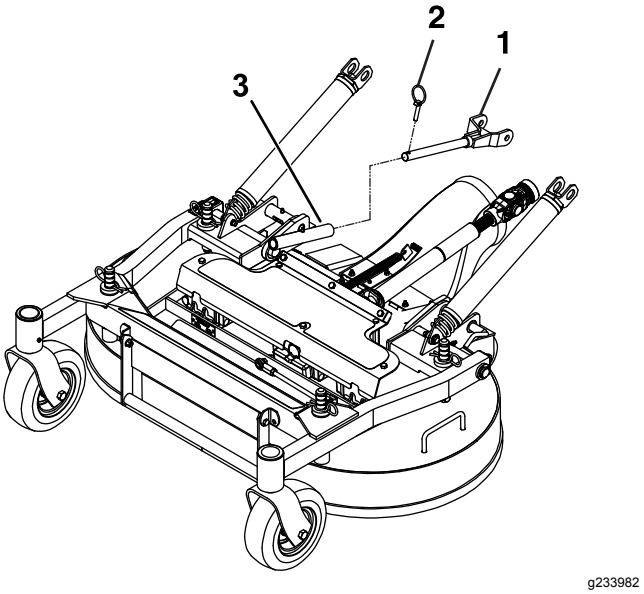

Figure 70
7. Retirez les goupilles à anneau à l'avant des bras de poussée, de chaque côté de la machine (Figure 70).
6. Fixez les bras de poussée sur les côtés gauche et droit de la machine avec des goupilles à anneau (Figure 70).